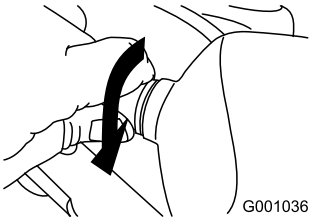

Figur 59
5. Vrid lampsockeln medsols tills den är ordentligt åtdragen (Figur 59).